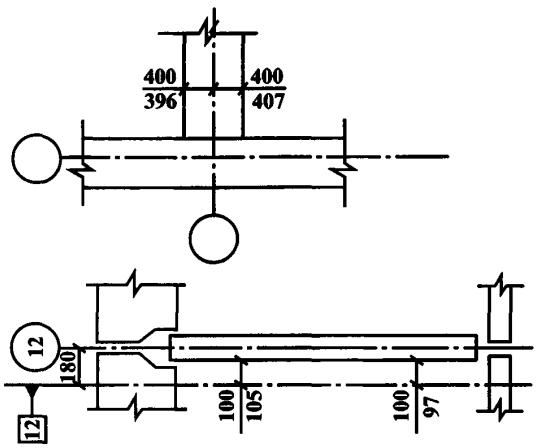

Рис. 5. Примеры указания действительных отклонений поверхностей элементов от вертикальности: *а* – на плане; *б* – на разрезе
2.6.6. Действительные отклонения поверхностей элементов от вертикальности показываются стрелками, направленными в сторону отклонения, и расположенными рядом условными обозначениями невертикальности по ГОСТ 21.113 и числовыми значениями отклонений (рис. 5).